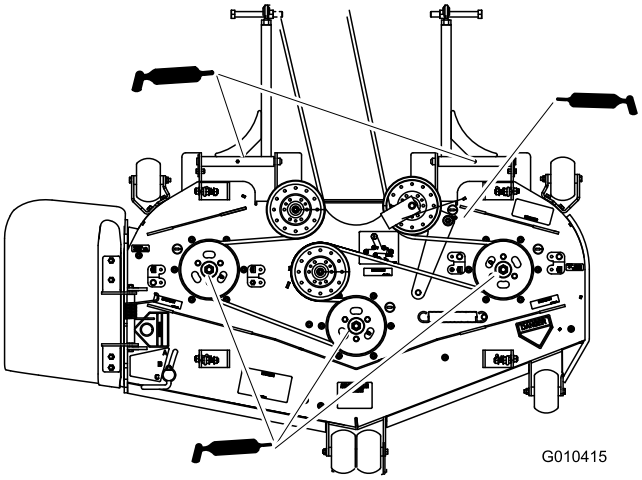

Figur 40
6. Smør de tre spindellagrene inntil fett kommer ut av de nedre forseglingene (Figur 40).
7. Smør lederullarmen på klippeenheten (Figur 40).
8. Smør niplene på trykkarmene (Figur 40).